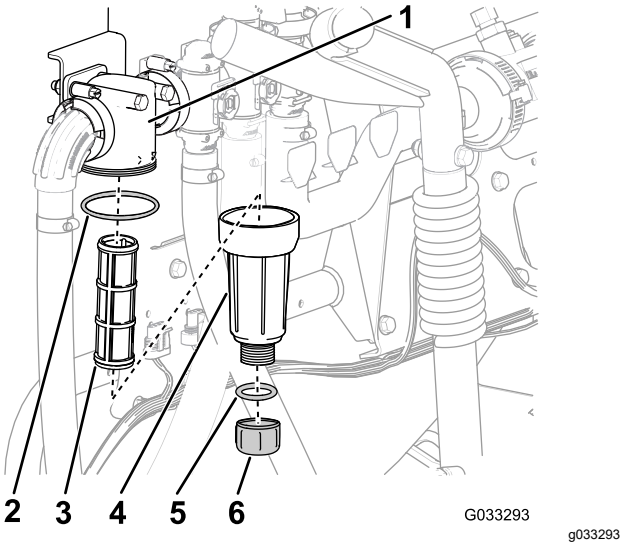

**Figura 31**
2. Posicione uma bandeja de drenagem embaixo do filtro de pressão (Figura 31).
3. Gire a tampa de drenagem no sentido anti-horário e remova-a do copo do filtro de pressão (Figura 31).
4. Gire o copo no sentido anti-horário e remova a cabeça do filtro (Figura 31).
5. Remova o elemento do filtro de pressão (Figura 31).
7. Verifique a junta do bujão de drenagem (localizada dentro do copo) e a junta do copo (localizada dentro da cabeça do filtro) quanto a danos e desgaste (Figura 31).
8. Instale o elemento do filtro de pressão na cabeça do filtro (Figura 31).
9. Instale o copo na cabeça do filtro e aperte-o manualmente (Figura 31).
10. Monte a tampa de drenagem no encaixe na parte inferior do copo e aperte-a manualmente (Figura 31).